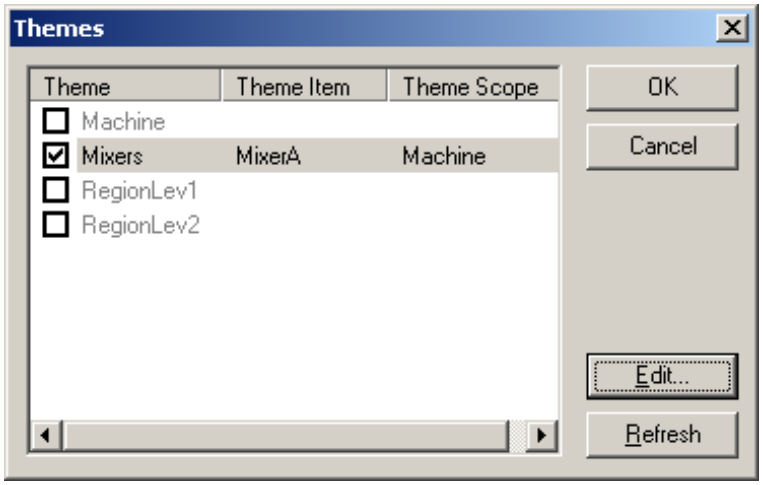

Figure L13.48 - Theme Selection
8. Click on "OK" to close the **Theme Editor** and return to the **Themes** dialog, as depicted in Figure L13.48.